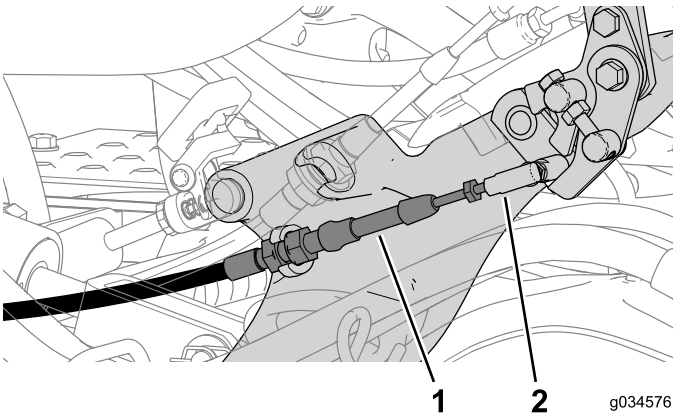

Figuur 6
4. Maak de kabel van de vergrendelde neutraalstand los van de kogelverbinding op de tractiestang (Figuur 6).